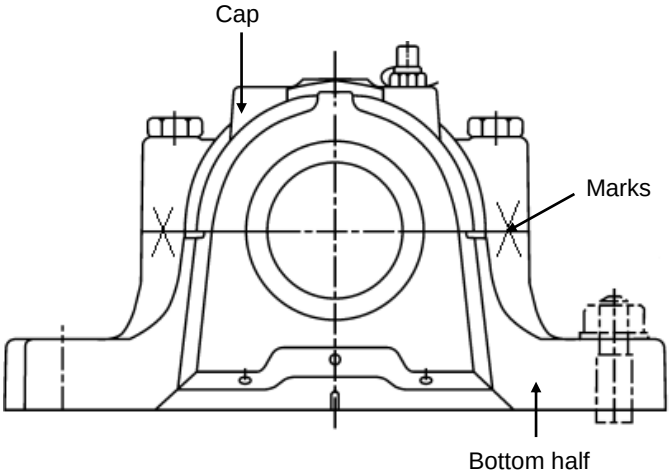

FIG 14.
D. Mark the plumber blocks on the cap and the bottom half. (Fig14)